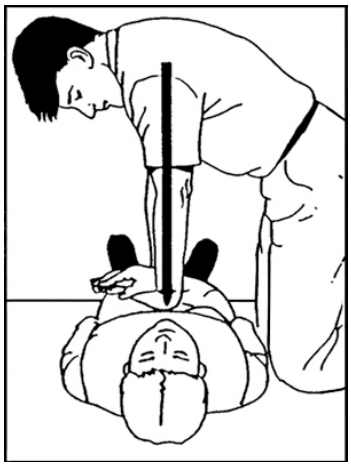

**Figure 2–6. Applying pressure.**
6. Apply enough pressure vertically downward through both arms to depress the breastbone from 1½ to 2 inches (fig. 2–6).